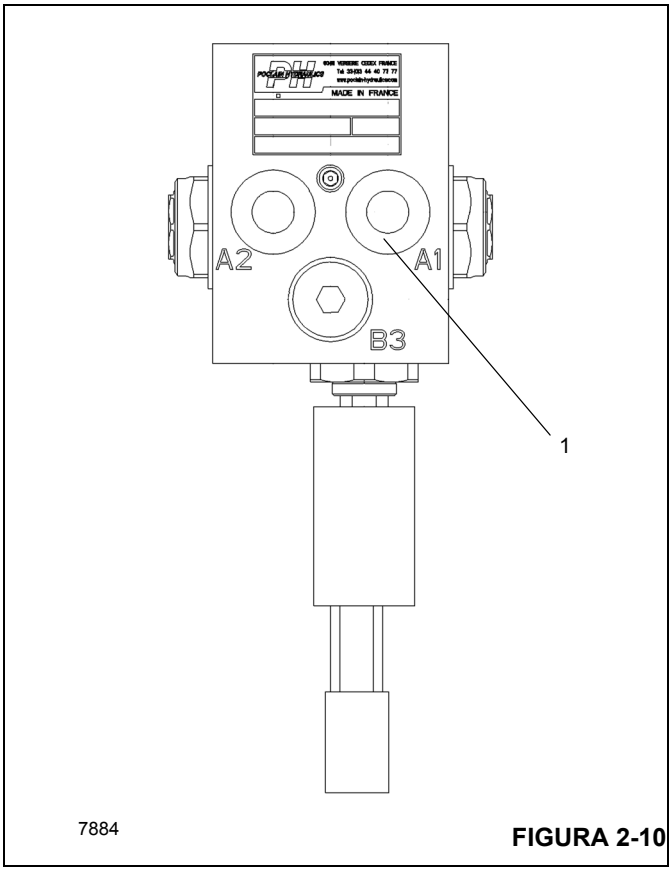

FIGURA 2-10
2. Instale um manômetro na entrada de teste de pressão "A1" da válvula de carga do acumulador duplo do freio de serviço (1, Figura 2-10).